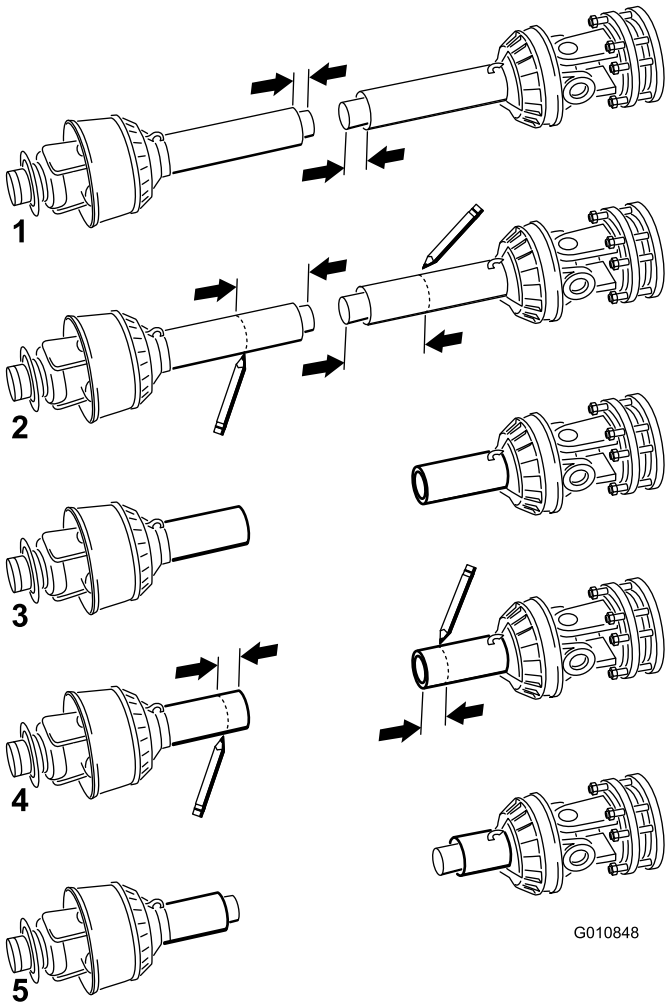

Figuur 17
11. Scheid de twee helften van de aftakas (Figuur 17, illustratie 1).
12. Meet de afstand vanaf het uiteinde van elke buis tot aan het veiligheidsscherm (Figuur 17, illustratie 1). Noteer de afstanden.
13. Gebruik de afmetingen die u in stap 8 hebt vastgesteld en markeer vervolgens het scherm en de buis van elke helft van de aftakas en kort deze in (Figuur 17, illustraties 2 en 3).
14. Gebruik de afmetingen die u in stap 11 hebt gemeten en markeer de veiligheidsschermen om de buizen bloot te leggen Figuur 17, illustraties 4 en 5.